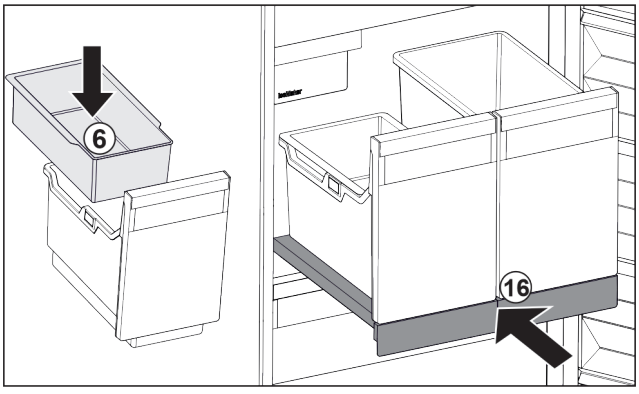

*Fig. 146*
▶ Inhangschaal *Fig. 146 (6)* voor ijsblokjes aanbrengen.
▶ Uitschuifplateau met bak (IceTower) er inschuiven. *Fig. 146 (16)*